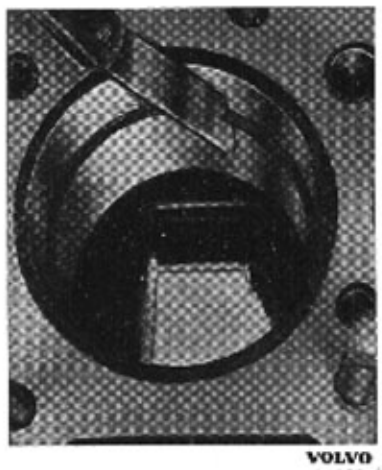

Bild 21-12. Mätning av kolvringsgap
2. Mät ringens gap med ett bladmätt, bild 21-12. Gapet skall vara 0,25—0,50 mm. Om så behövs ökas gapet med hjälp av en specialfil.